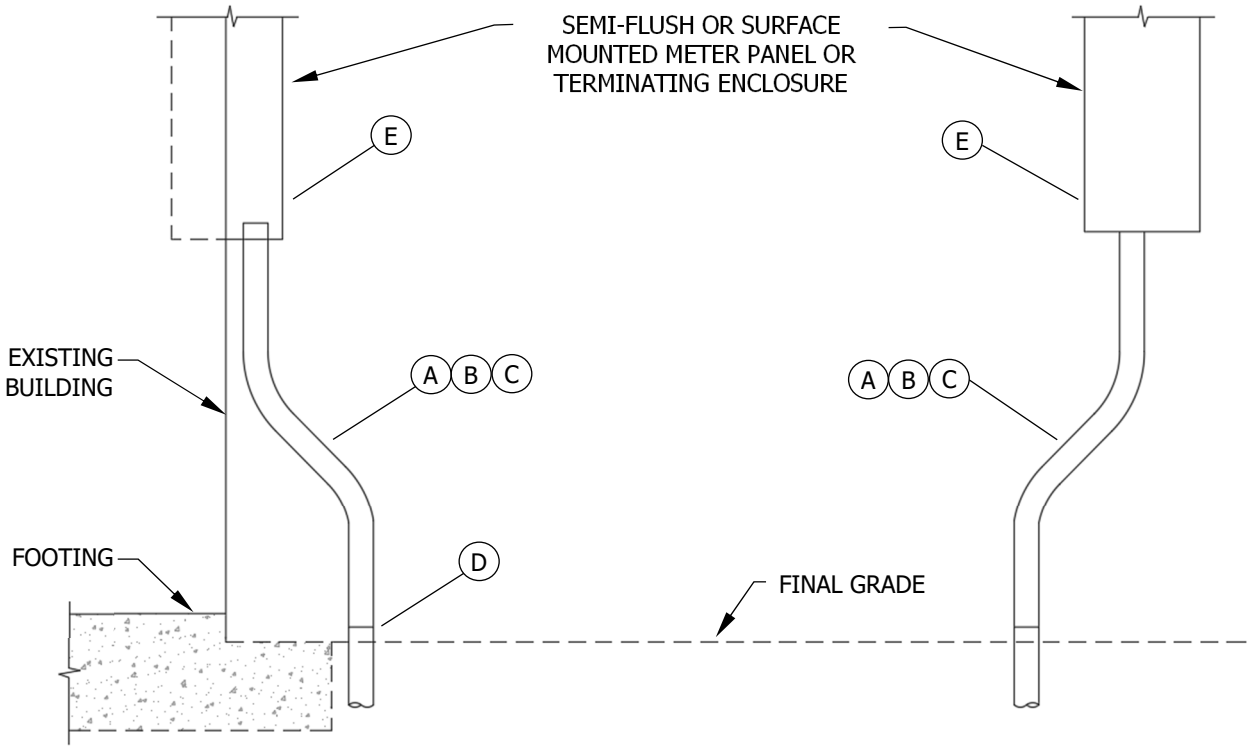

FIGURE 1
* THIS STANDARD PROVIDES A MEANS TO AVOID EXCAVATING INTO AN EXISTING BUILDING FOOTING WHEN CONVERTING EXISTING OVERHEAD SERVICES TO UNDERGROUND (SEE FIGURE 1). IT ALSO APPLIES TO EXISTING OR NEW SERVICES WHEN A HORIZONTAL OFFSET IS REQUIRED DUE TO FIELD CONDITIONS (SEE FIGURE 2).